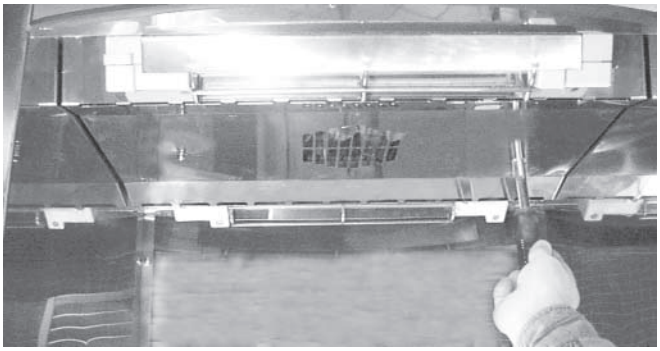

Fig. 43
8. Reinstall vent-grate; tighten nuts using $^{7}/_{16}$" nutdriver (Fig. 43).